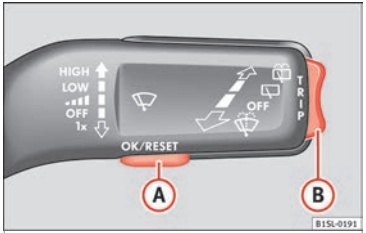

Fig. 26 Windscreen wiper lever: control buttons.
- If a message or vehicle symbol is displayed, press OK/RESET (››› **Fig. 26 (A)**).
- Press the top or bottom part of the rocker switch ››› **Fig. 26 (B)** until the desired option appears.